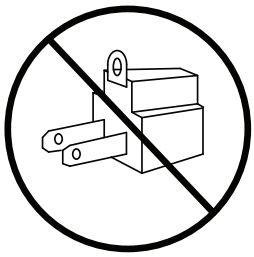

Figure 4
- N’utilisez pas d’adaptateur entre fiche et prise. (Voyez la Figure 4).